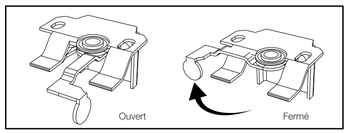

Figure 3
(3). Tournez le levier à oreille vers la gauche pour fixer fermement les supports et verrouiller le rail supérieur en place. (Voir la figure 3)